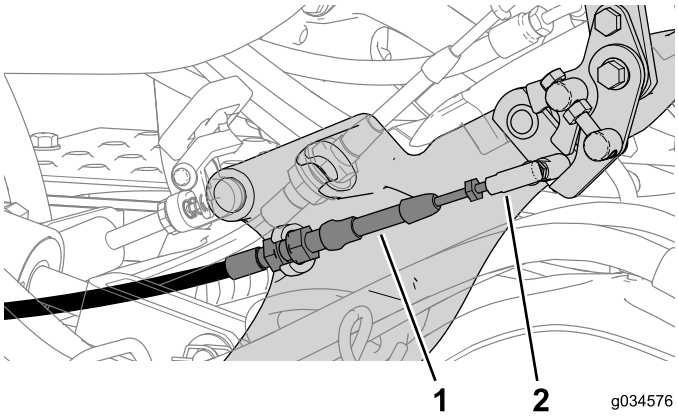

Figur 24
2. Tilslut det neutrale låsekabel til pedalskifteren (Figur 24).